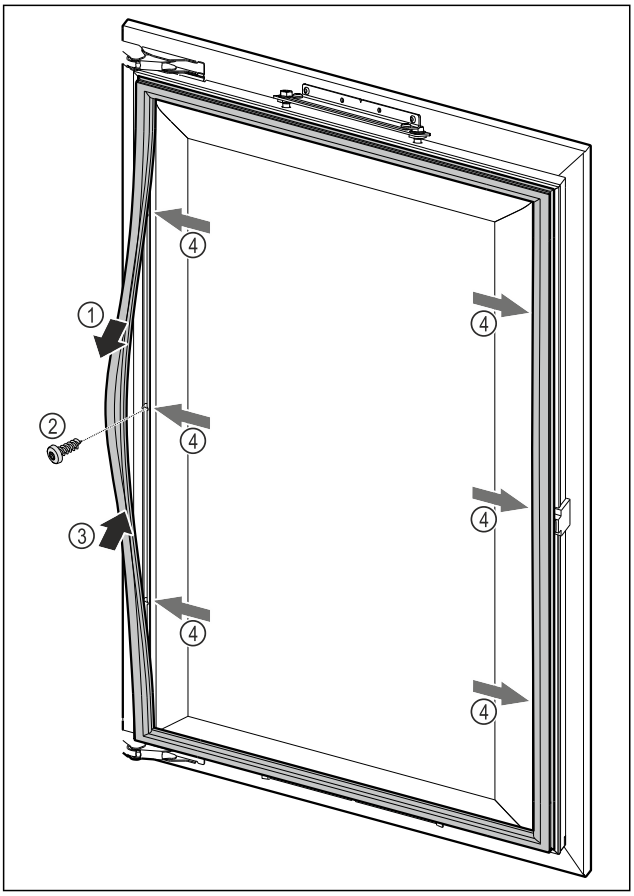

Fig. 105
▶ Aflojar parcialmente la junta de la puerta magnética *Fig. 105 (1)*, enroscar la puerta del mueble mediante el agujero taladrado de debajo *Fig. 105 (2)* y volver a encajar la junta de la puerta magnética *Fig. 105 (3)*.
▶ Repetir este paso en todos los puntos de fijación *Fig. 105 (4)*.